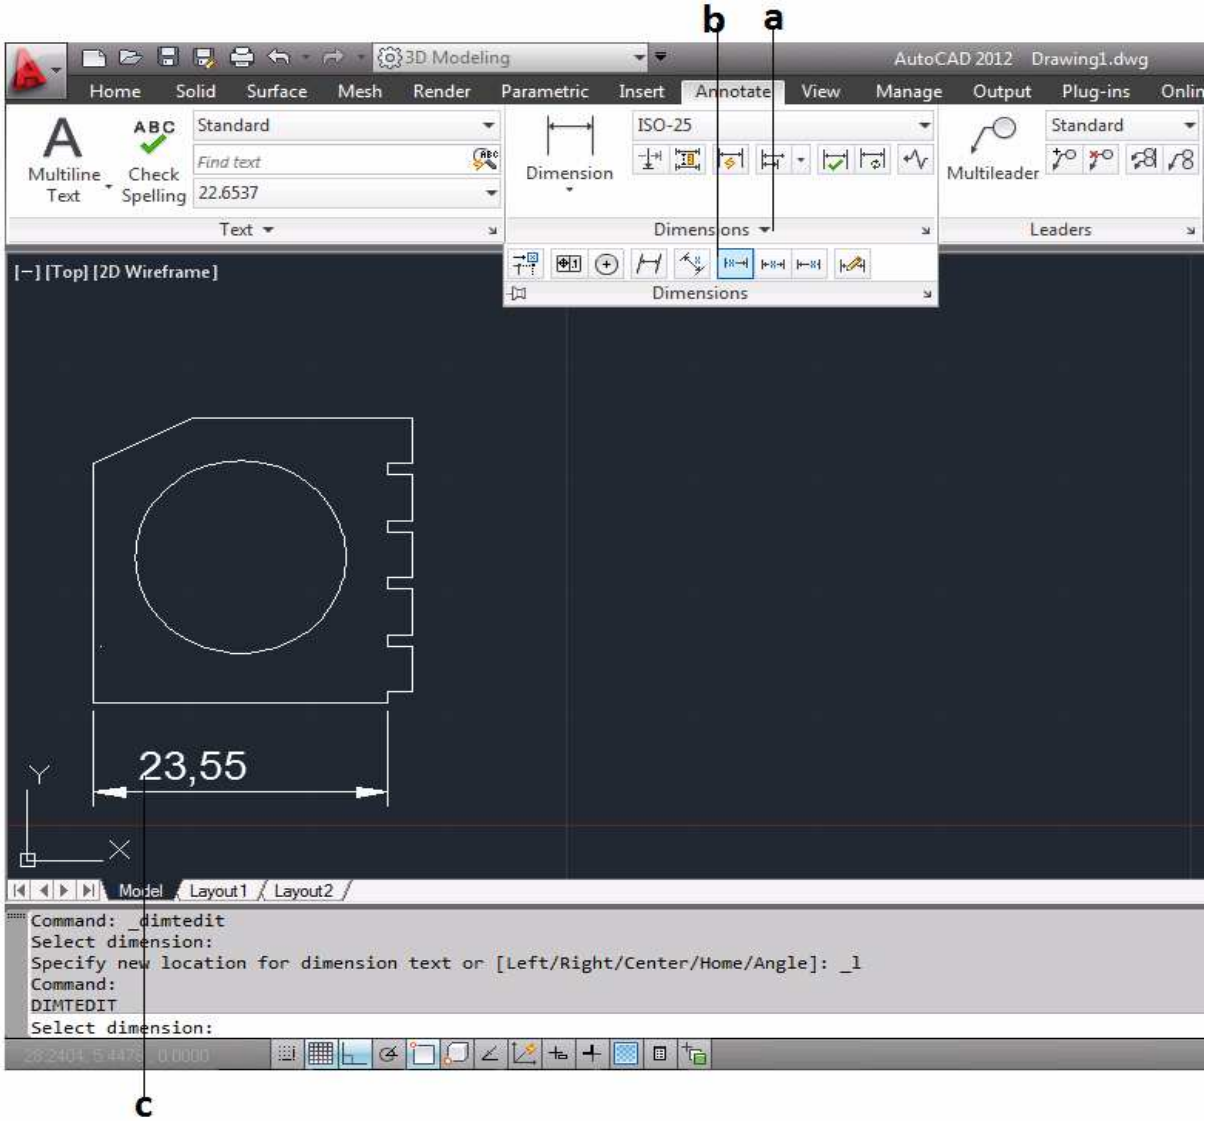

Figura 3.77 Acotado "Angulo"
a. Se da clic sobre la flecha Dimensiones [Dimensions] para desplegar las opciones *(figura 3.77)*.
b. Se selecciona la opción izquierda [left], para activar la opción del texto a la izquierda *(figura 3.77).*
c. Se selecciona la cota a cambiar a la izquierda y se da enter *(figura 3.77).*